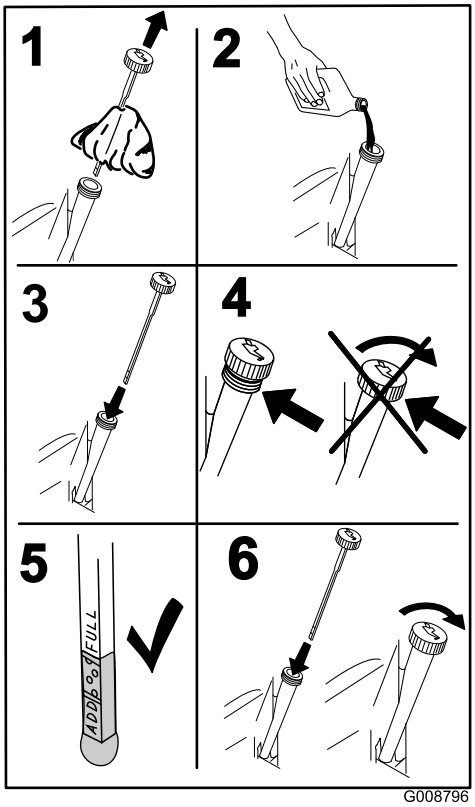

Figuur 41
4. Verwijder de peilstok en veeg deze af met een schone doek (Figuur 41).